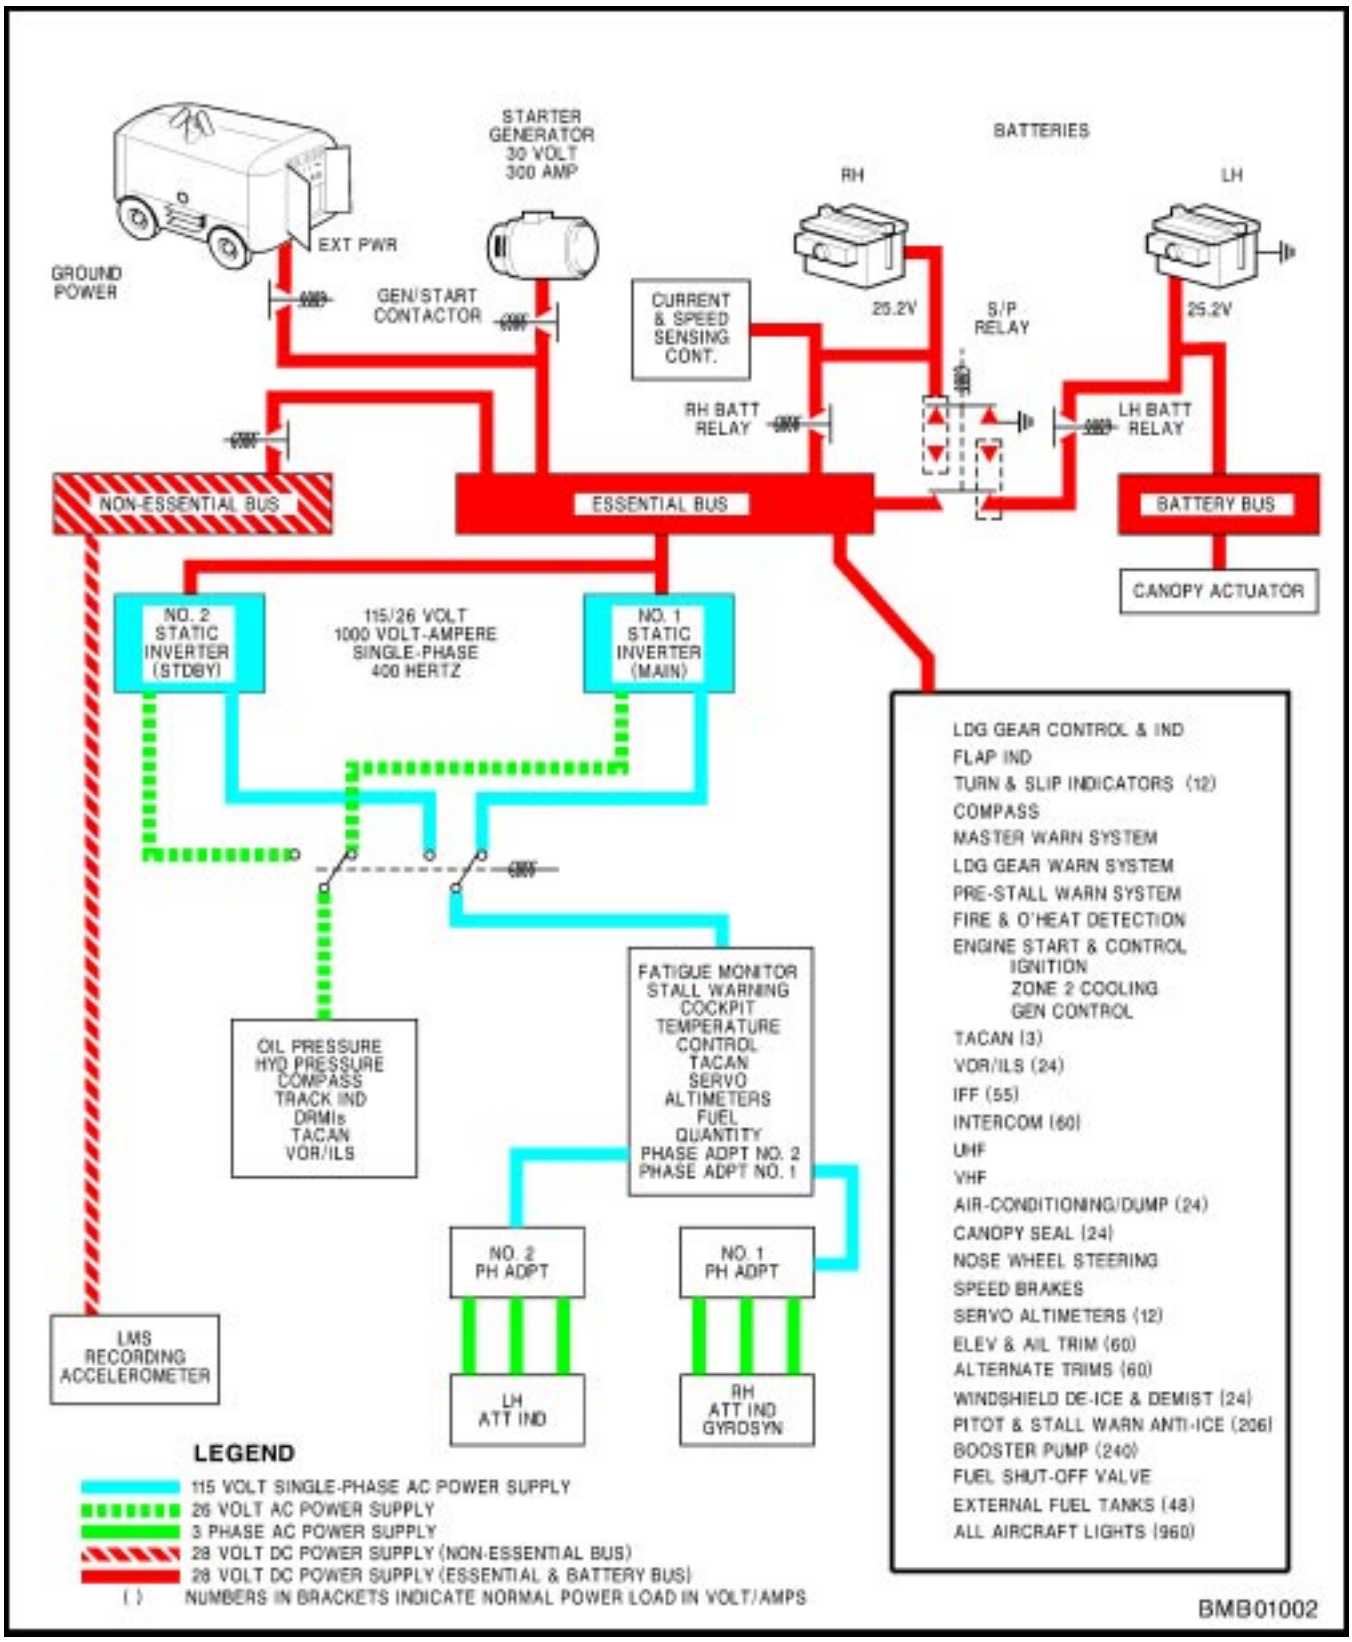
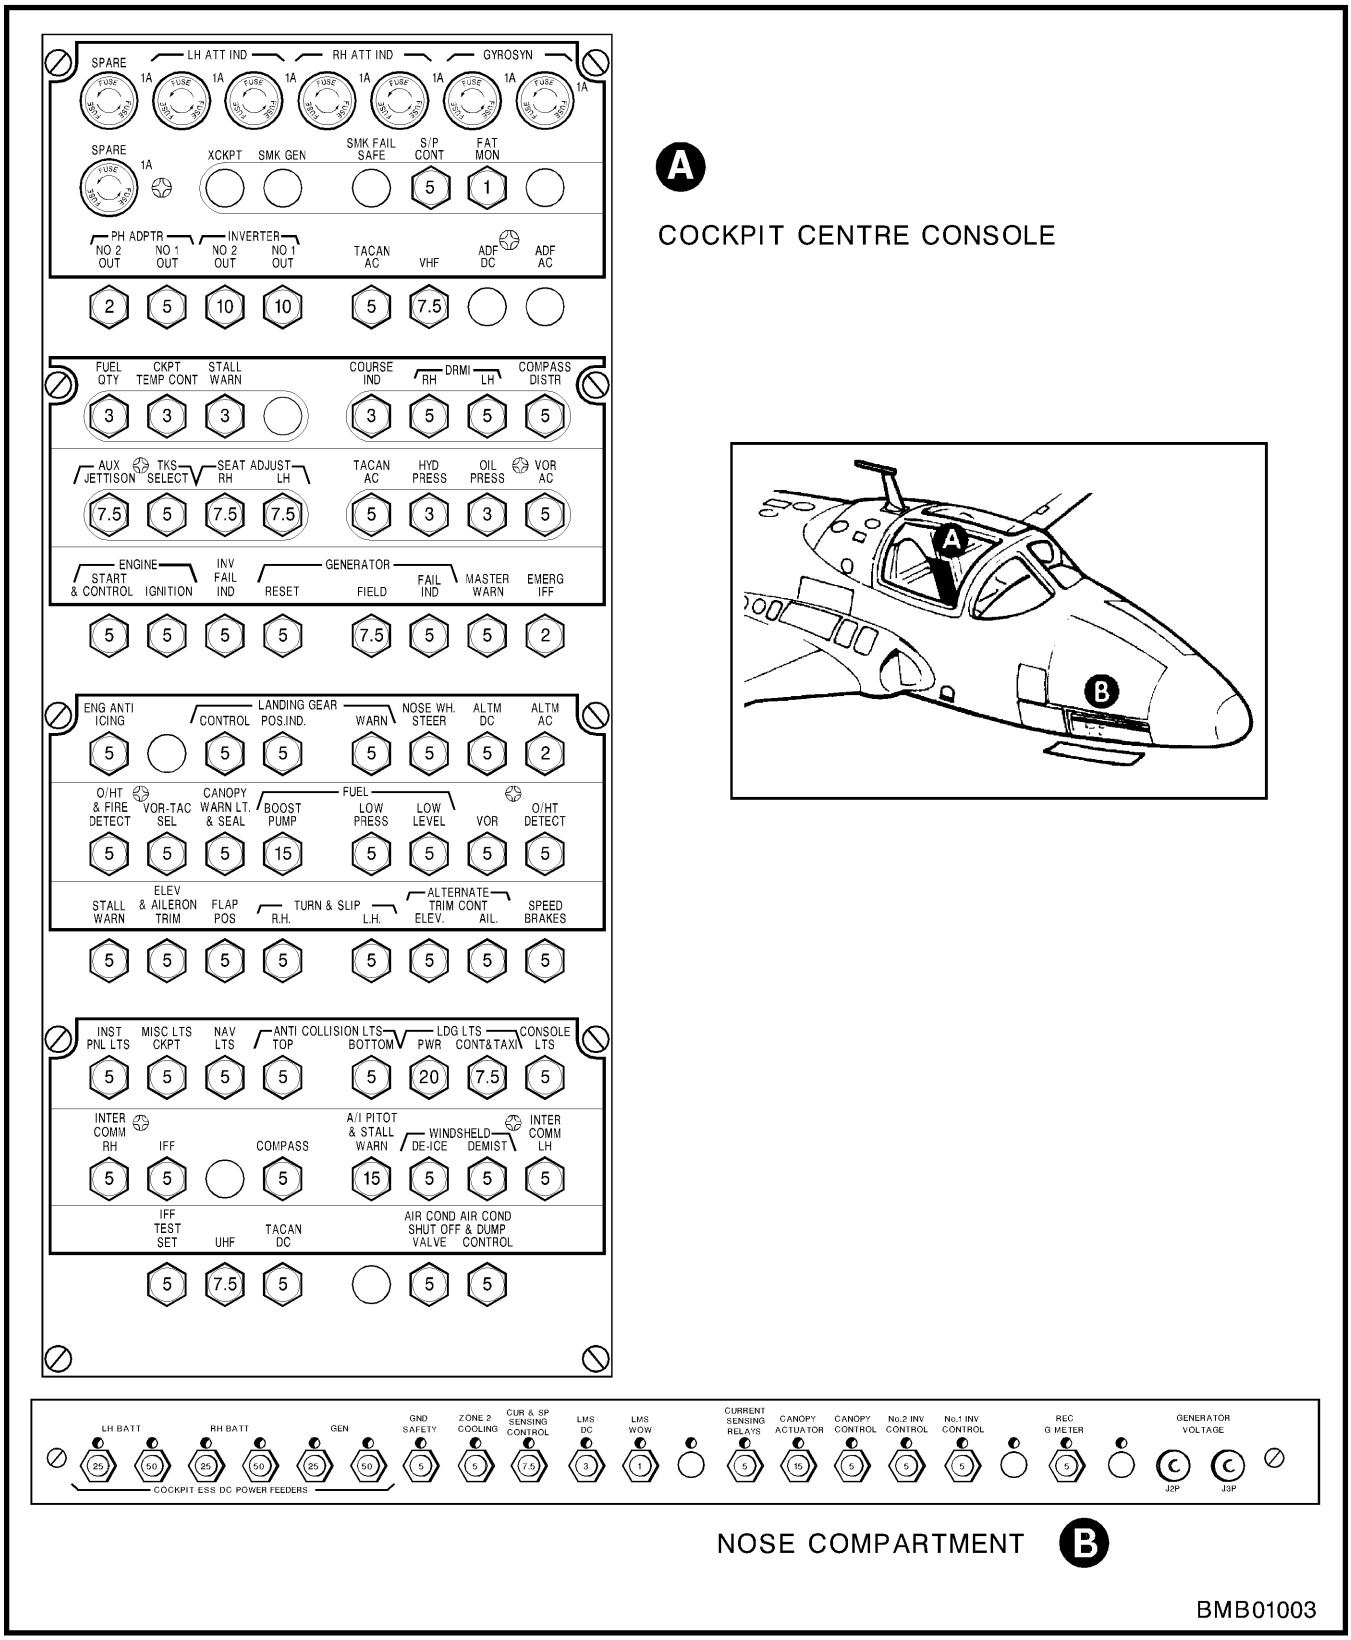

Figure 1-6 Electrical System – Schematic
Figure 1-7 Circuit-Breaker Locations
28. Electrical power is supplied by a 30-volt, 300-ampere DC starter-generator and two 115/26 Vac, 1000 volt-ampere, 400 Hz, single phase static inverters. Two 25.2-volt nickel-cadmium batteries provide power for emergency operation of systems. Provision is made for the supply of DC ground power. For a schematic of the electrical power distribution, see Figure 1-6. For circuit-breaker locations, see Figure 1-7.
29. The DC electrical power generating system consists of a 30-volt, 300-ampere, engine-driven DC starter-generator; a generator control switch; and various circuit breakers. Two 24-ampere-hour, 25.2-volt nickel-cadmium batteries, normally connected in parallel, serve as standby power. The left battery is directly connected to the battery bus. For DC electrical power distribution, see Figure 1-6.
36. The AC electrical power system consists of two 115-volt, 1000-volt-ampere, 400-cycle, single-phase static inverters, control switches, and various circuit breakers. For AC electrical power distribution, see Figure 1-6.